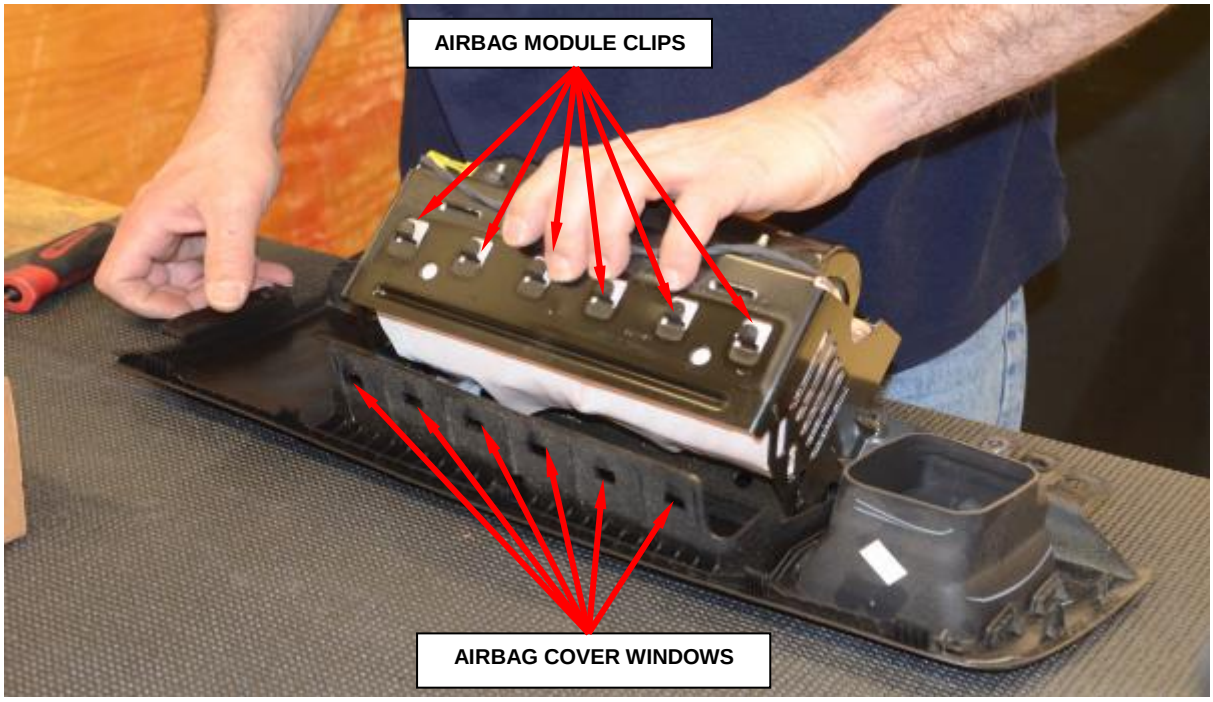

Figure 45 – Airbag Cover Clips
g. Disengage the airbag module clips from the airbag cover windows on all sides (Figure 45).